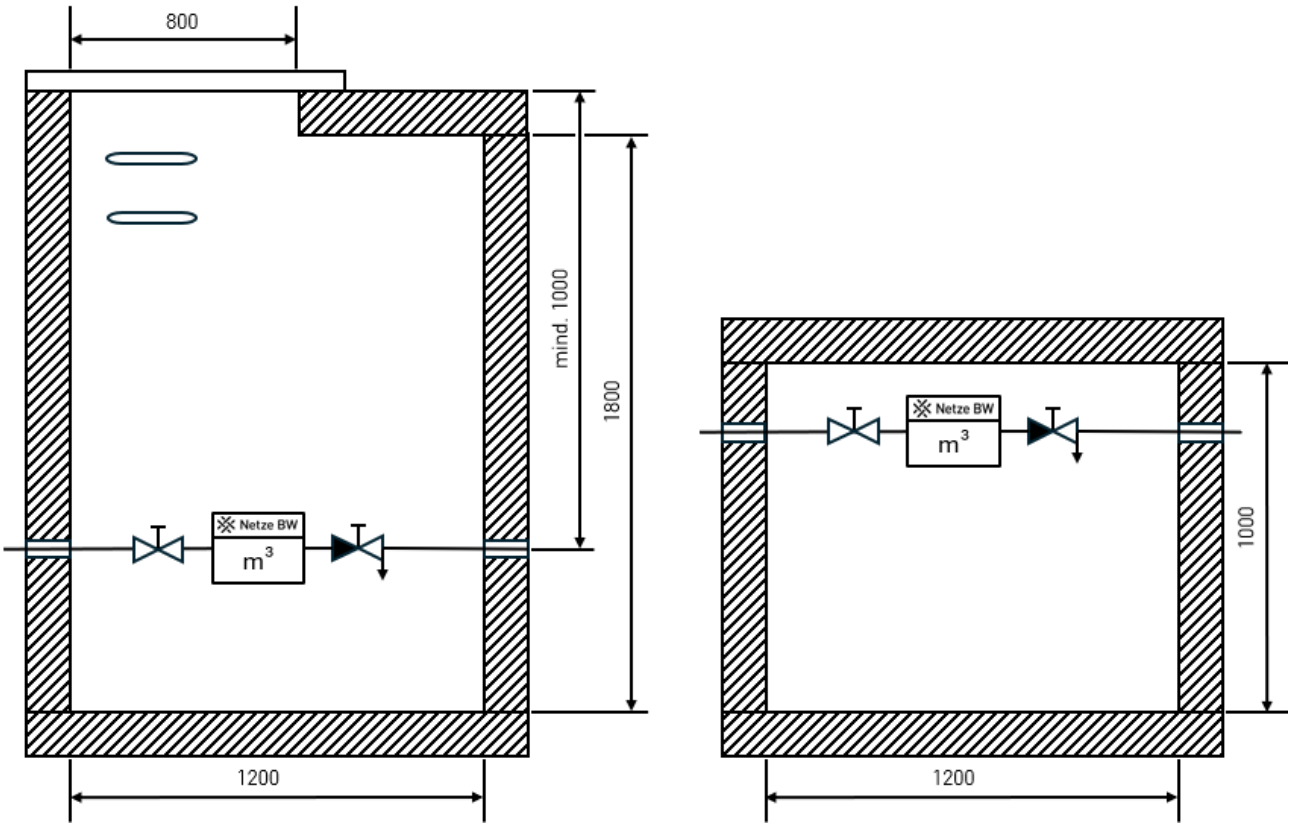
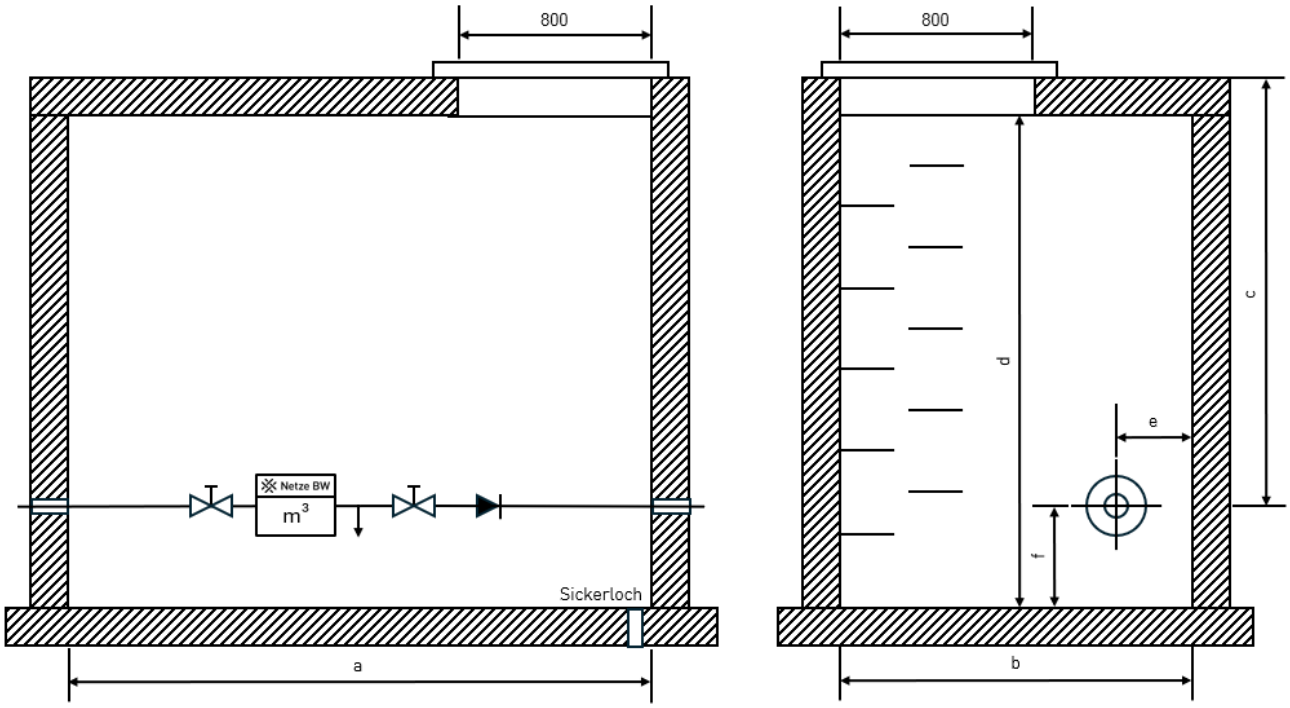

Abbildung 5: Schachtmaße in mm für Anschlussleitungen bis da 63
Abbildung 6: Schachtmaße in mm für Anschlussleitungen größer da 63
Bei der Einstiegsöffnung ist eine lichte Weite (LW) von 800 x 800 mm bzw. einen Mindestdurchmesser von 800 mm einzuhalten (Abbildung 6). Bei Schächten für Anschlussleitungen ≤ da 63 ist eine Einstiegsöffnung von 800 x 800 mm einzuhalten (Abbildung 5). Die in der Maßtabelle (Tabelle 1) angegebenen Abmessungen stellen Mindestanforderungen für die Unterbringung der Anschlusseinrichtung und der Betriebseinrichtungen dar. Besondere Einrichtungen sind beim Platzbedarf gesondert zu berücksichtigen.